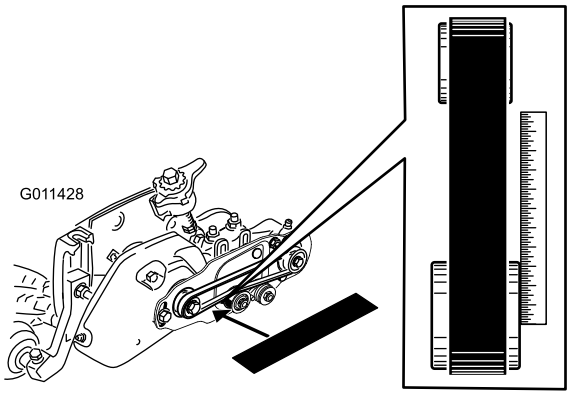

Figure 33
- Lay a straight edge along the outer face of the **drive** pulley (Figure 33).